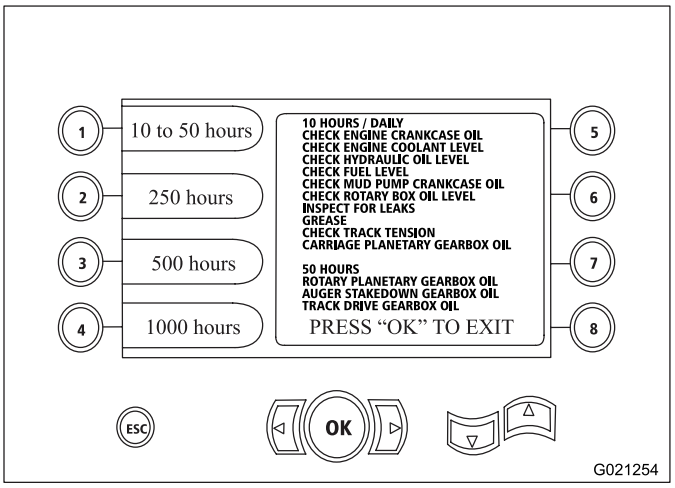

Figure 24
- Bouton 1 – calendrier d'entretien à 10 heures et 50 heures (Figure 24)